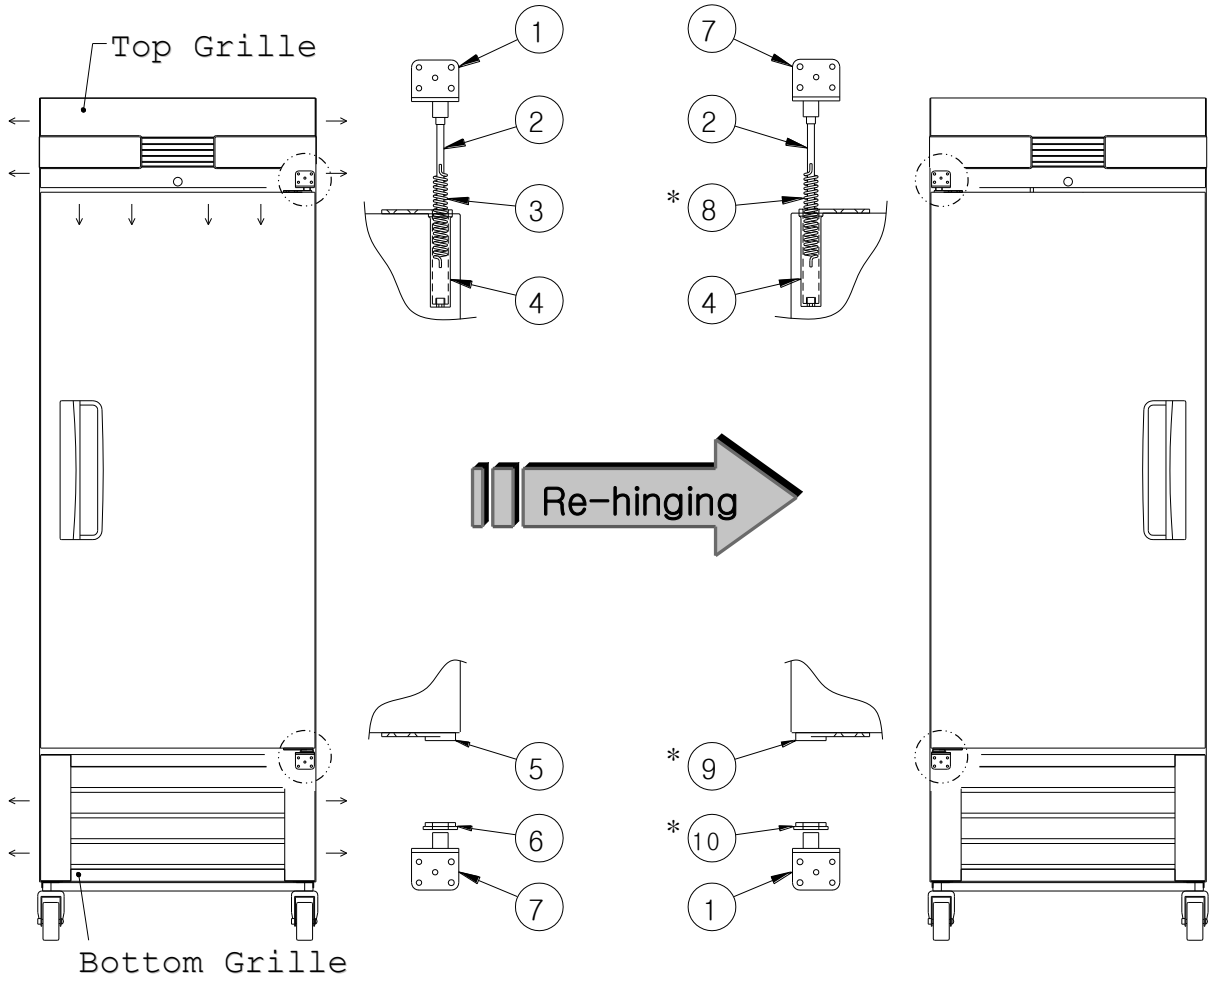

Figure 1. **Figure 2.**
STEP1. Remove the door (Figure 1)